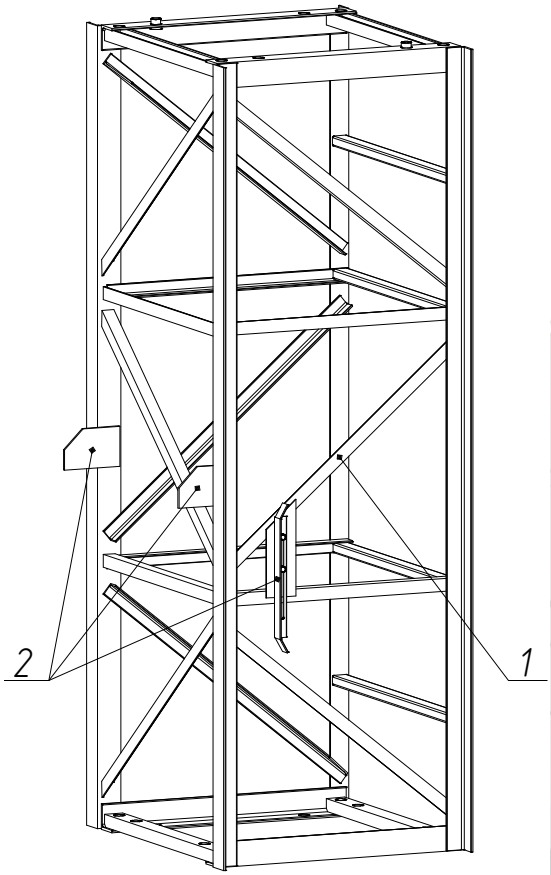

Рис. 6 – Секция верхняя
Секция верхняя (рис. 6) представляет собой секцию рядовую (1) с установленным на ней механизмом ограничения верхнего положения грузовой каретки (2).